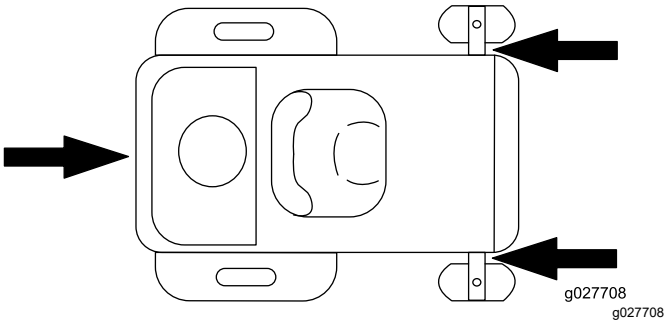

**Figure 30**
- Securely fasten the machine to the trailer or truck with straps, chains, cable, or ropes. Only use the designated tie-down locations on the mower as shown in Figure 30. Use these locations even when transporting the mower with an attached accessory. Using non-designated locations may cause damage to the mower and/or attachment.